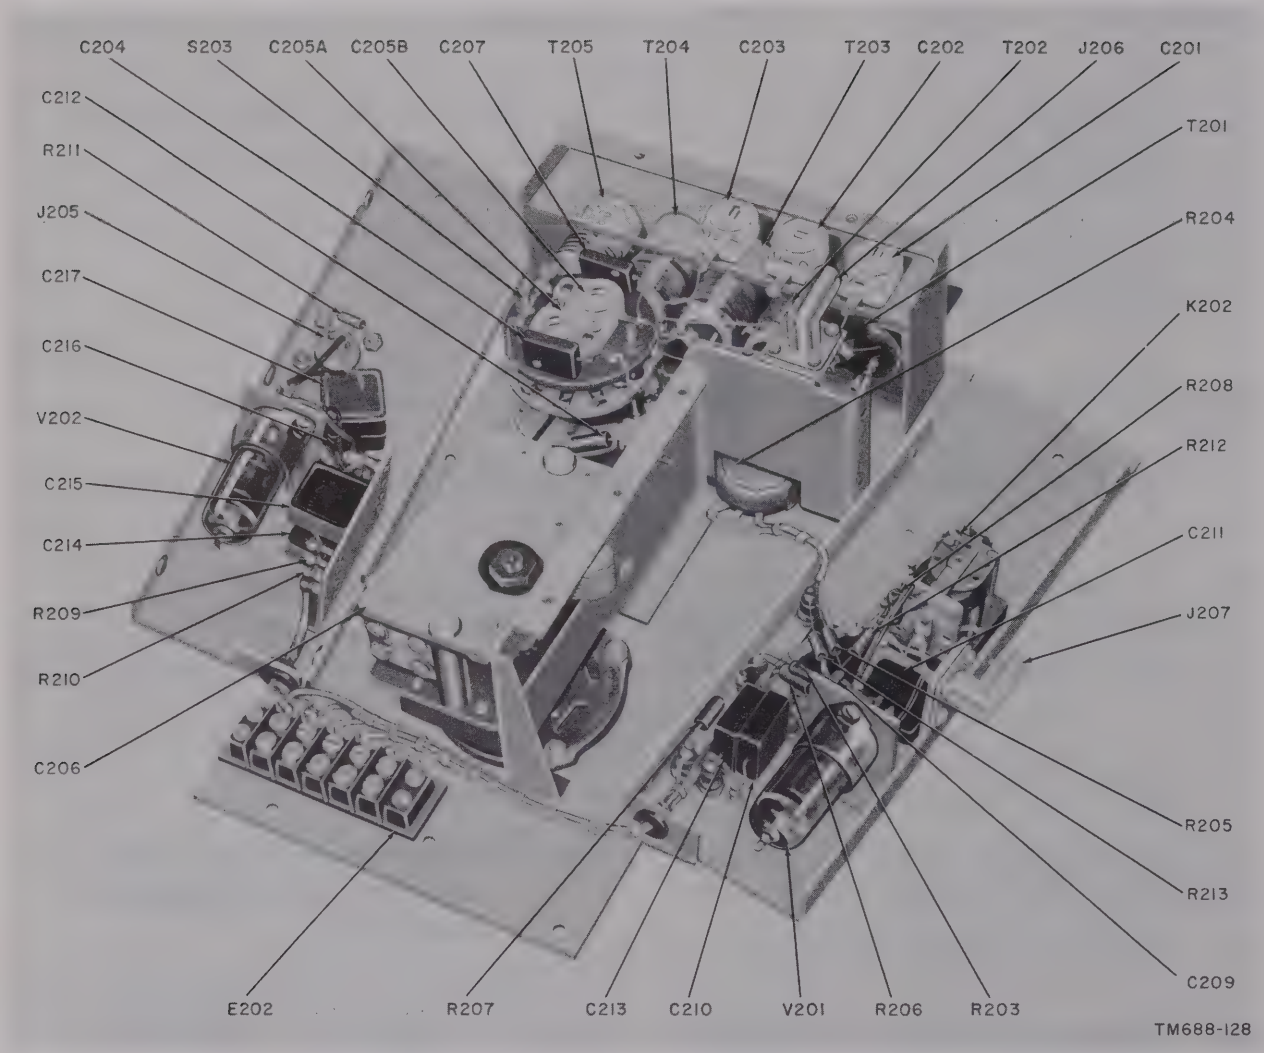

Figure 109. Radio Frequency Amplifier AM–496/TRD–4, view of chassis on door.
b. To prevent damage to the rf amplifier cabling, before opening the door, remove the output cable from connector J205. Before opening the door fully, disconnect the plugs from J206 and J207 (fig. 109).